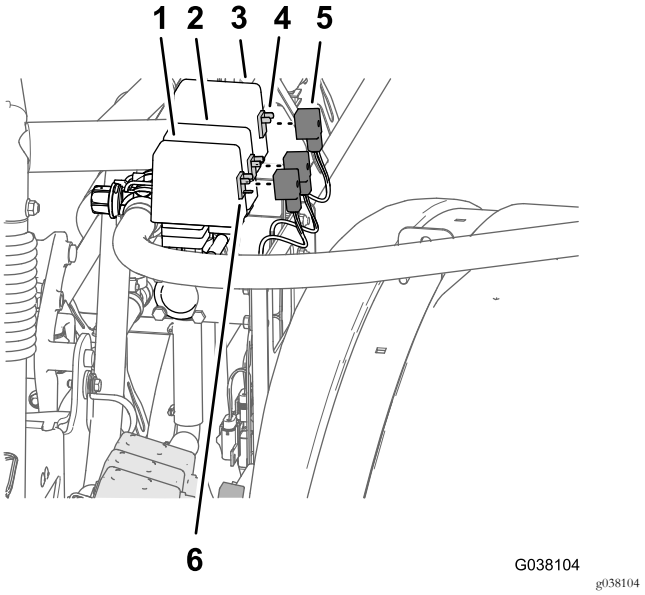

Figura 7
4. Retire o parafuso que prende o conector de 3 contactos da cablagem rotulado VÁLVULA DO PULVERIZADOR PRINCIPAL da válvula do pulverizador principal direita (Figura 7).
5. Retire o conector de 3 contactos da cablagem da válvula (Figura 7).